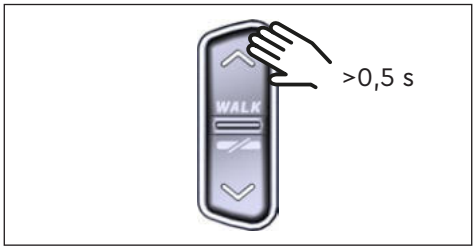

Fig. 9: Activar la ayuda al empuje
▶ Cuando la e-bike esté parada, pulse el botón de control ARRIBA del Remote (véase Fig. 9) durante más de 0,5 s, para activar la ayuda de empuje.